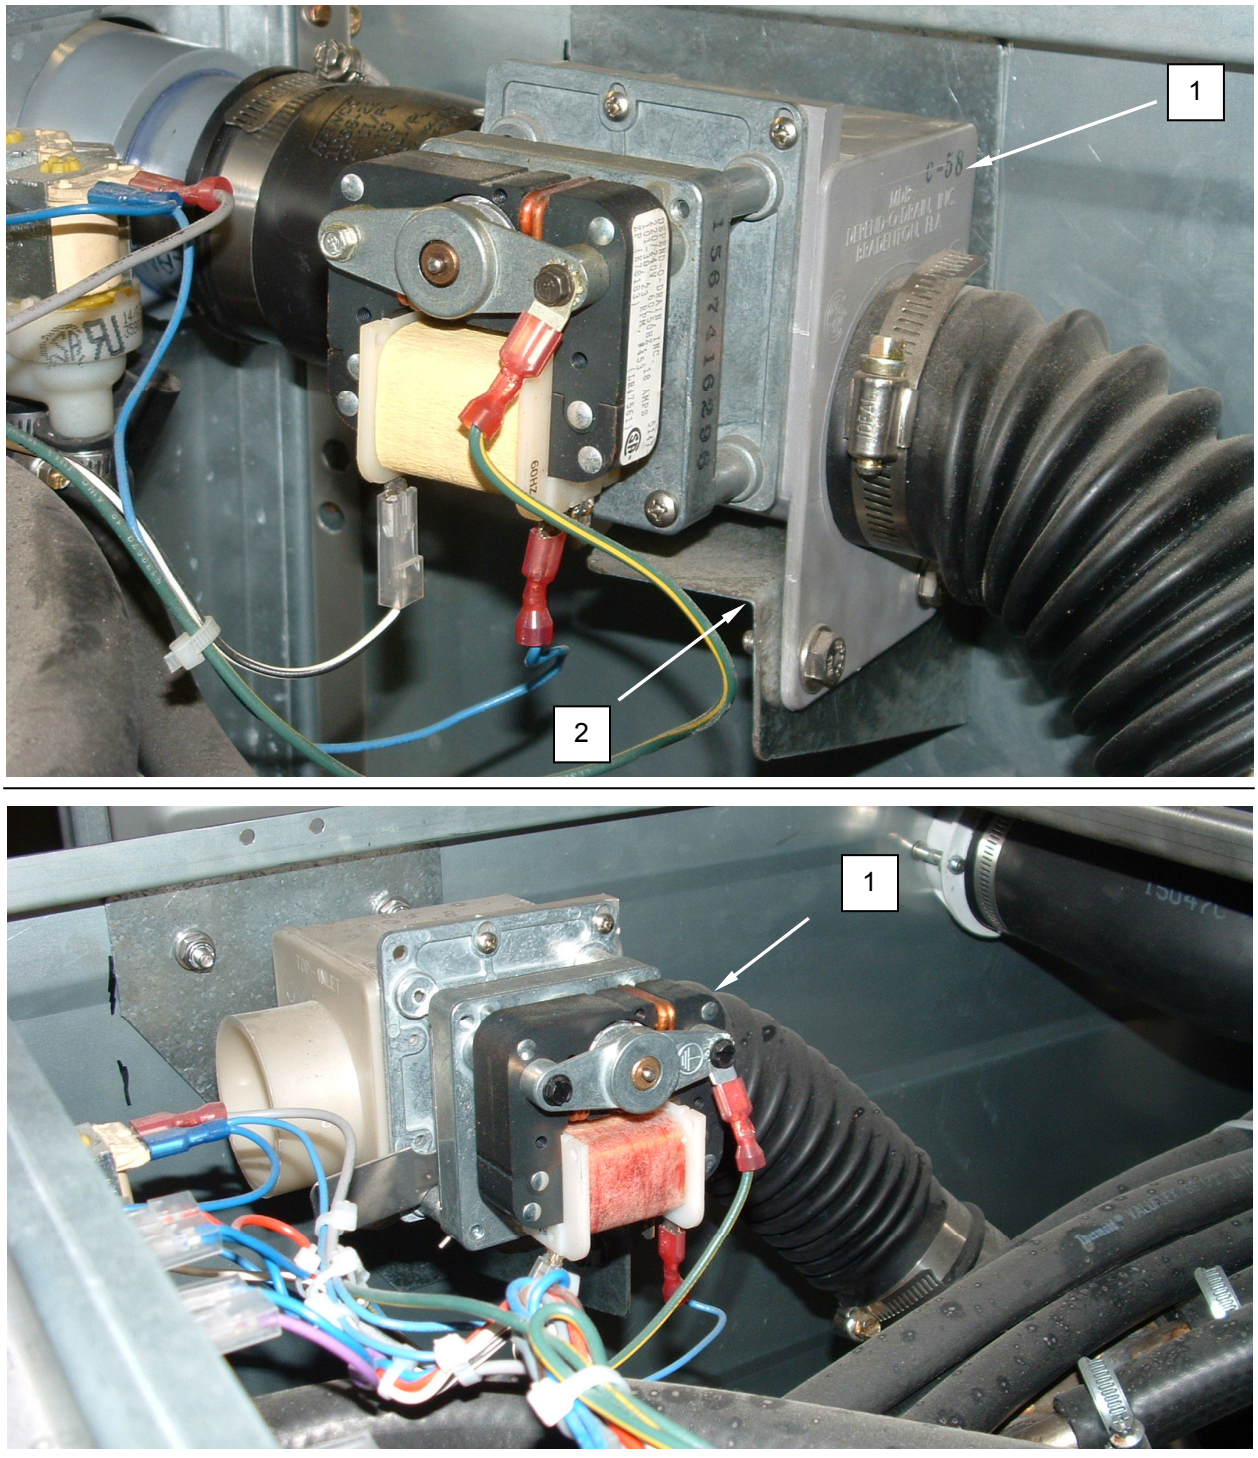

Figure 2. Replace the Washer Reuse Tank Dump Valve.
2. Tag and disconnect wiring from dump valve **(Figure 2, Item 1)**.
3. Tag and disconnect hoses from dump valve **(Figure 2, Item 1)**.
4. Remove screws, nuts, and washers retaining dump valve **(Figure 2, Item 1)** to mounting bracket **(Figure 2, Item 2)**, and remove dump valve.
5. Install replacement dump valve **(Figure 2, Item 1)**, and retain with screws, washers, and nuts.
6. Connect hoses to dump valve **(Figure 2, Item 1)** as tagged.
7. Reconnect wiring to dump valve **(Figure 2, Item 1)** as tagged.